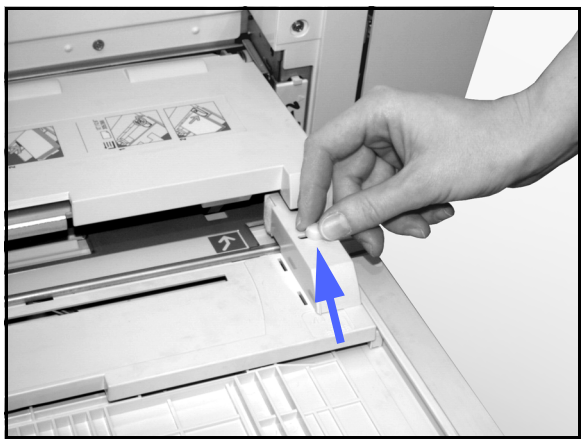

Figura 14: Guia de papel dianteira e parafuso de alinhamento de aperto manual
1. Desaperte o parafuso de alinhamento de aperto manual, ilustrado na Figura 14, na parte dianteira da Bandeja 5.